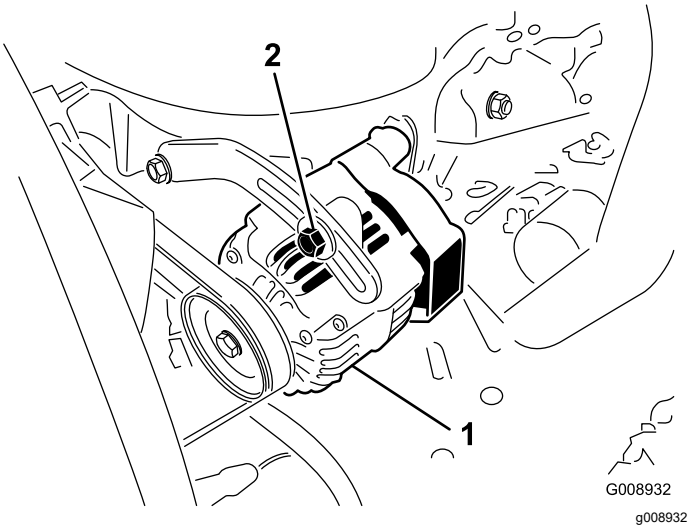

Figuur 46
2. Als de speling niet correct is (en dus geen 10 mm bedraagt), moet u de montagebouten van de wisselstroomdynamo losdraaien (Figuur 46).